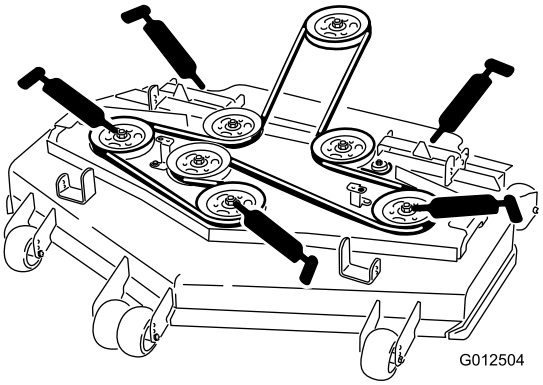

Figur 33
6. Smörj de tre spindellagren tills det tränger ut smörjfett (Figur 33).
7. Smörj nipplarna på skjutarmarna (Figur 33).